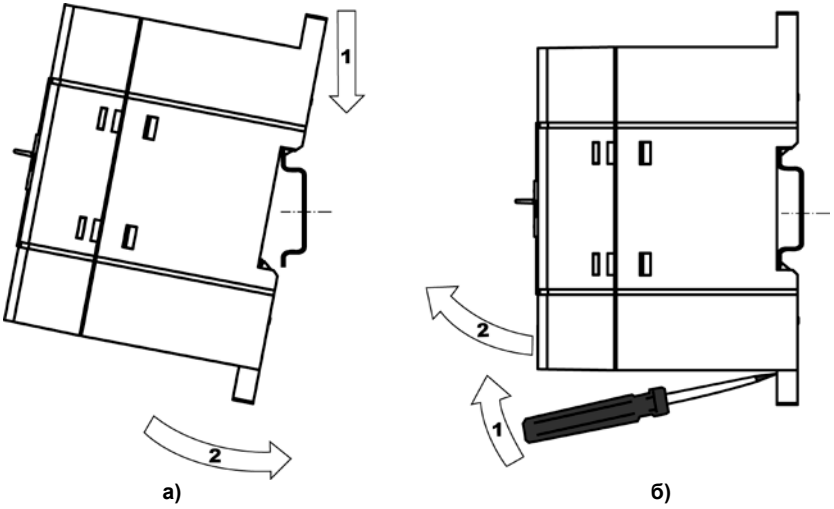

Рисунок 6.1 – Монтаж контроллера с креплением на DIN-рейку
- снять контроллер с DIN-рейки (см. рисунок 6.1б);
4 Для демонтажа контроллера с DIN-рейки, в проушину защелки вставляется острие отвертки (см. рисунок 6.1б), и защелка отжимается по стрелке 1, после чего контроллер отводится от DIN-рейки по стрелке 2. При демонтаже прибора обе защелки необходимо отжимать одновременно.